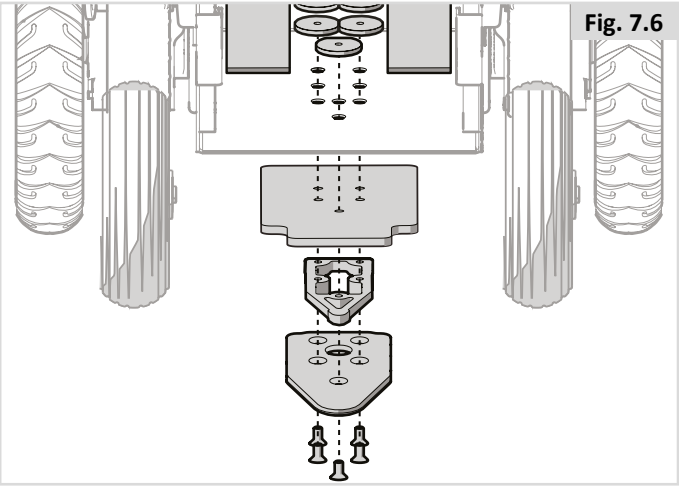

Fig. 7.6
1. Placez l'entretoise de 8 mm sur la plaque de verrouillage (Fig. 7.6).